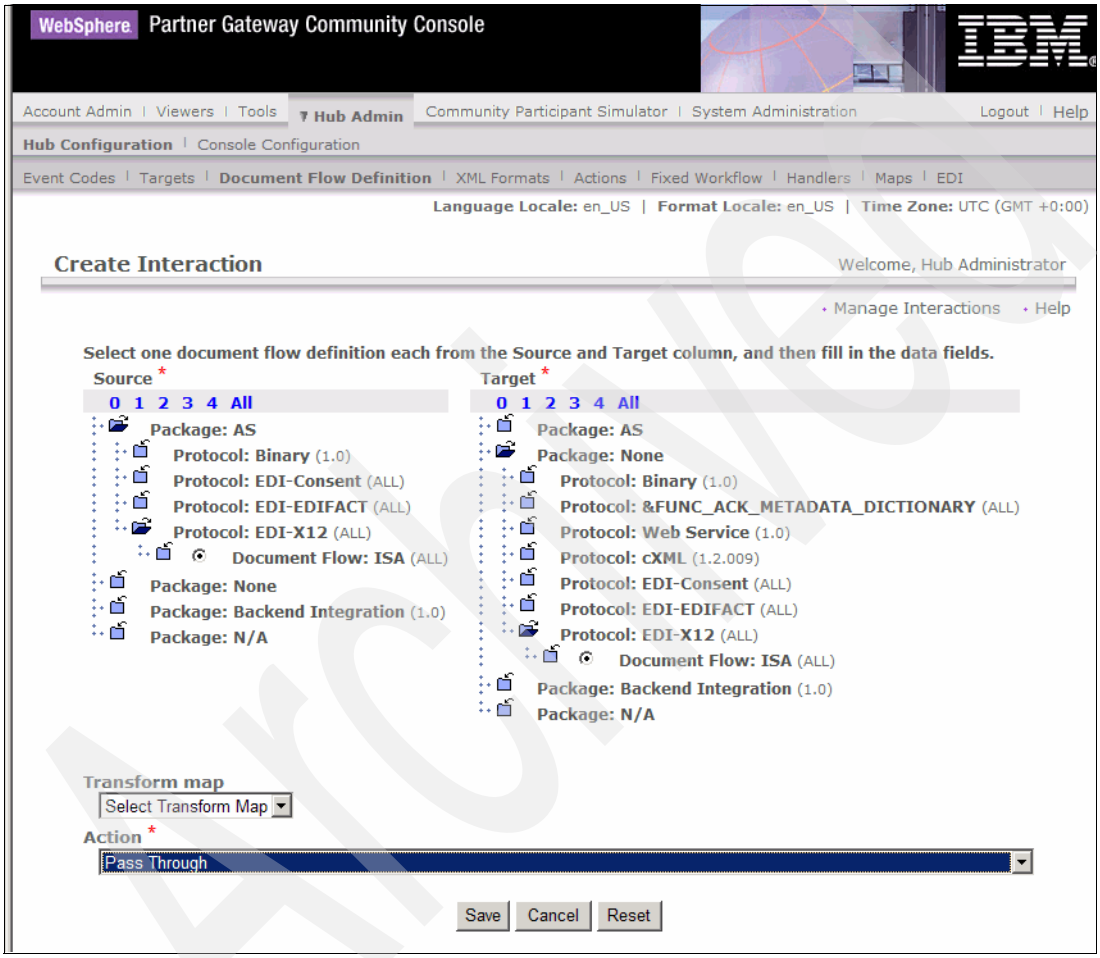

Figure 7-12 AS2 packaged EDI to unpackaged EDI
b. Now you see several protocols (Figure 7-12 on page 153), such as EDI-X12. Click the folder icon next to **Protocol: EDI-X12**. Then select the radio button for **Document Flow: ISA**.